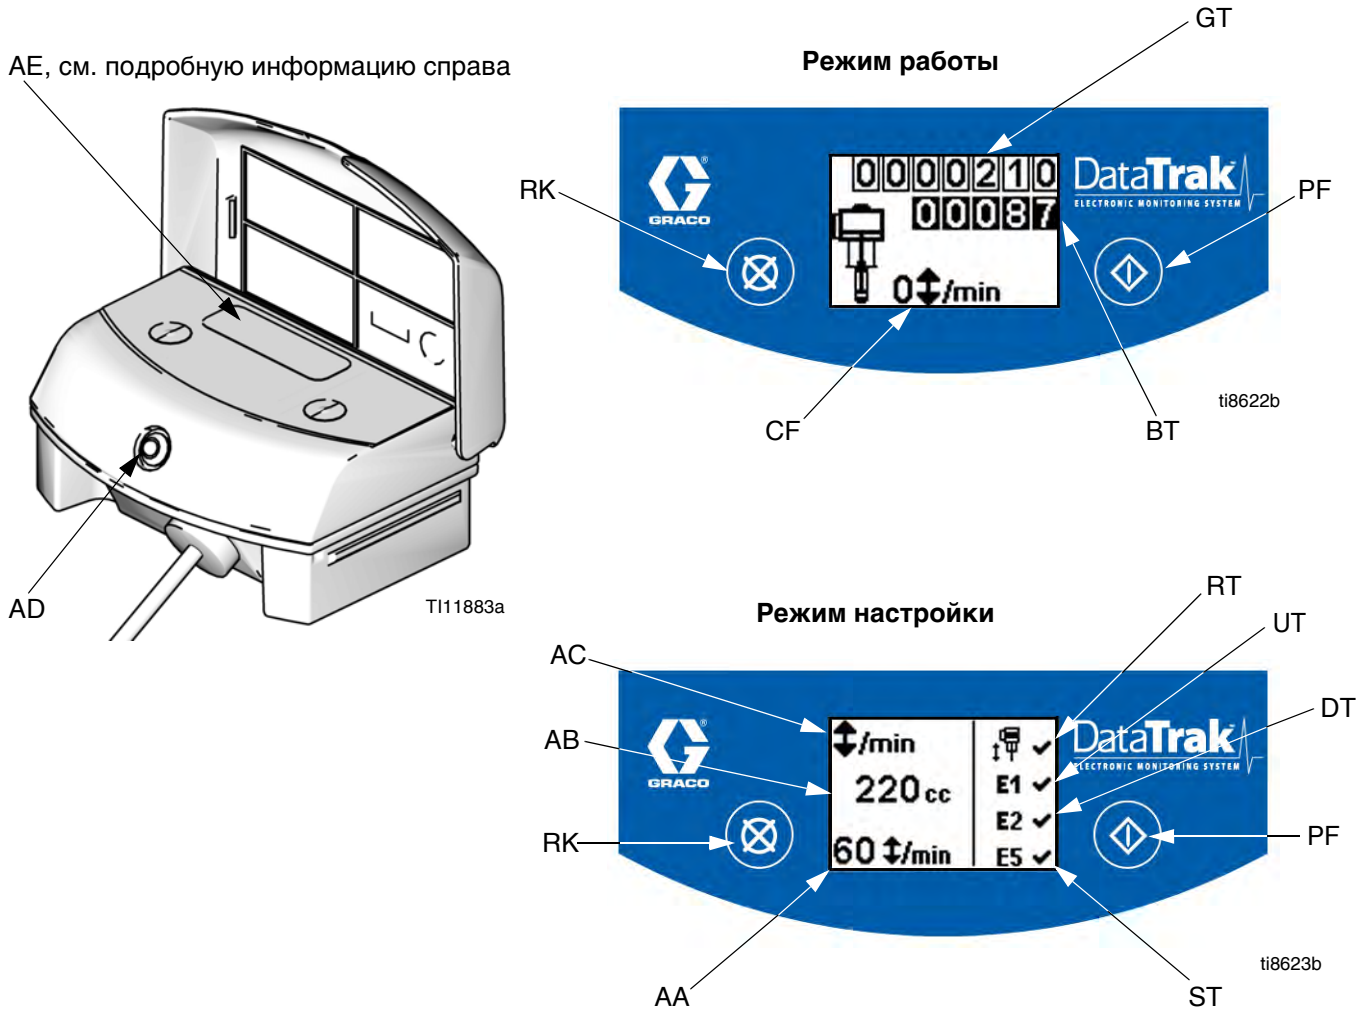

Рис. 7. Элементы управления и индикаторы модуля DataTrak
Расшифровка обозначений на Рис. 7.
1. См. Рис. 7. Нажмите и удерживайте ⏻ в течение 5 секунд, пока не появится меню настройки.
ПРИМЕЧАНИЕ. Если включена защита от неуправляемого разгона, а также опции ошибок E1, E2 и E5, на экране настройки появится ✓. См. Рис. 7.
1. См. Рис. 7. Если происходит неуправляемый разгон насоса, защитный электромагнит приводится в действие и останавливает насос. Светодиодный индикатор (AD) начнет мигать, и дисплей (AE) укажет состояние разгона (см. Табл. 1). На дисплее будут циклически повторяться шесть сообщений с инструкциями.
2. Экраны разгона 1 и 2: для возврата электромагнита защиты от разгона в исходное состояние, закройте главный воздушный клапан (E). Подождите, пока воздух полностью не выйдет из пневматического двигателя.
5. Для перезапуска насоса откройте главный воздушный клапан (E).
ПРИМЕЧАНИЕ. Чтобы отключить защиту от неконтролируемого разгона, перейдите в режим настройки и установите для разгона значение 0 (ноль) или переведите переключатель (RT) в положение "выкл" ⊗ (см. Рис. 7).
1. См. Рис. 7. Для входа в режим заправки/промывки нажмите любую кнопку, чтобы включить дисплей, а затем нажмите ⏻. На дисплее появится символ заправки/промывки, и светодиодный индикатор начнет мигать
См. Рис. 7. Последняя цифра на счетчике партий продукции (BT) означает десятые доли галлонов или литров. Чтобы обнулить счетчик, нажмите любую кнопку для включения дисплея, а затем нажмите и удерживайте ⊗ в течение 3 секунд.
См. Рис. 7. Дисплей (AE) отключится через 1 минуту пребывания в неактивном состоянии в рабочем режиме или через 3 минуты в режиме настройки. Для включения дисплея нажмите любую кнопку.
Модуль DataTrak может диагностировать некоторые проблемы в работе насоса. Если монитор обнаруживает проблему, то светодиодный индикатор (AD, Рис. 7) будет мигать и на дисплее появится код диагностики. См. Табл. 1.